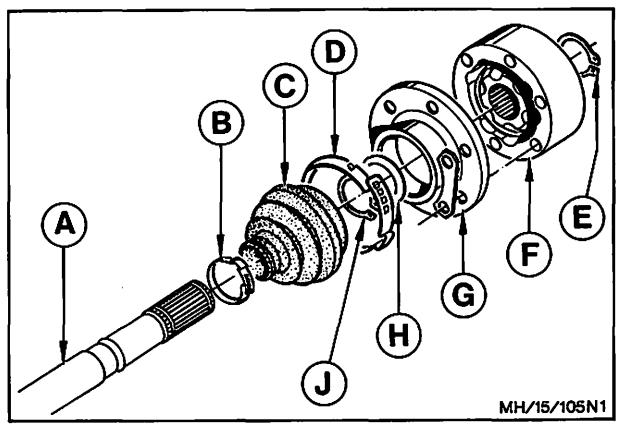

Abb. 128 Gleichlaufverschiebegelenk zerlegt
2. Tellerfedern (2 Stück) abnehmen, innere Sicherungsringe (2 Stück) herausheben, Abb. 128.
3. Haltebänder – Gummimanschetten (4 Stück) lösen, Schutzkappen und Manschetten abziehen, Abb. 128.